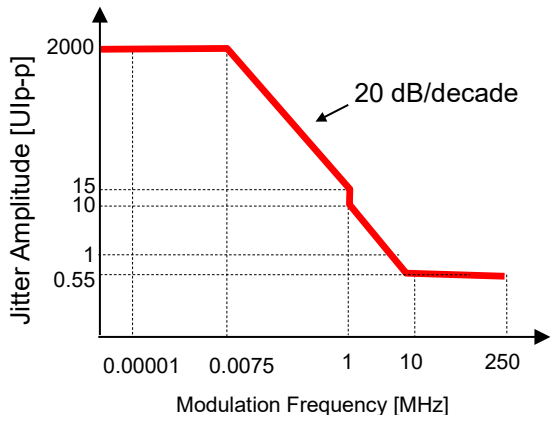

Figure 3.5-4 Total Jitter Added (When Interacting With 64G MUX)
0.007 501 to 1.00 000	20 dB/decade (Figure 3.5-4) + 0.3
1.001 000 to 10.000 000	(Figure 3.5-4) + 0.3